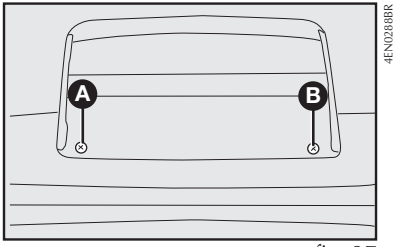

fig. 37
1) com a tampa traseira aberta, retirar os parafusos **A-fig. 37** e remover o brake light;